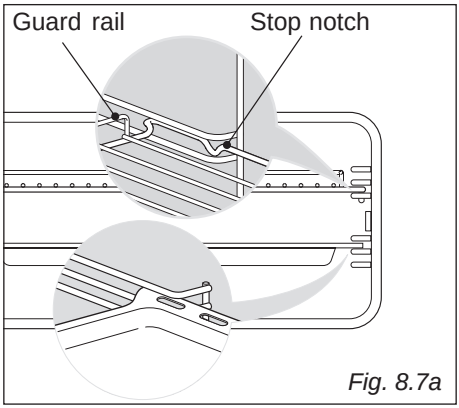

Fig. 8.7a
- Slide in, on the guides, the shelf and the tray (figs. 8.7a, 8.7b).